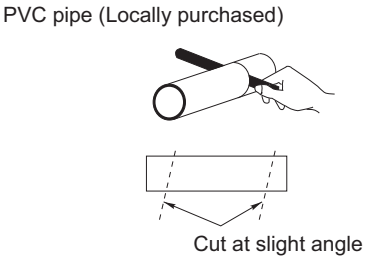

Fig. 2-246
(5) Measure the thickness of the wall from the inside edge to the outside edge and cut PVC pipe at a slight angle 6 mm shorter than the thickness of the wall. (Fig. 2-246)